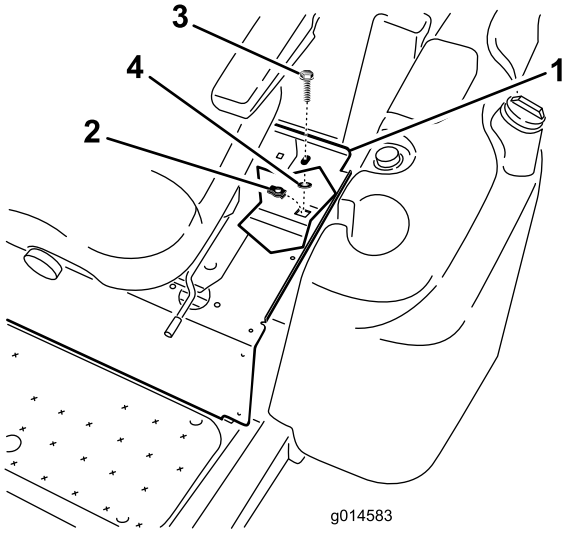

Figuur 4
2. Plaats een bevestigingsmoer aan de opening in het frame onder de linkerachterhoek van de plaat van de stoel (Figuur 4).